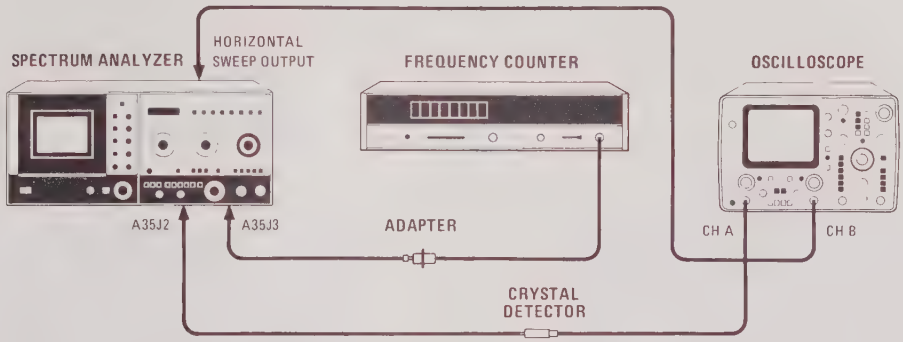

Figure 5-34. Second Converter Adjustment Test Setup
a. Set LINE switch OFF, disconnect power cord, connect equipment as shown in Figure 5-34, and remove 8565A bottom cover.